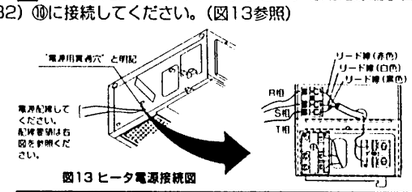

図13 ヒータ電源接続図
1) ヒータ用別電源配線は室内ユニット本体にある電源用貫通穴を通し、3 項で明けたノックアウト穴よりヒータ専用電源端子台（TB2）⑩に接続してください。(図13参照)